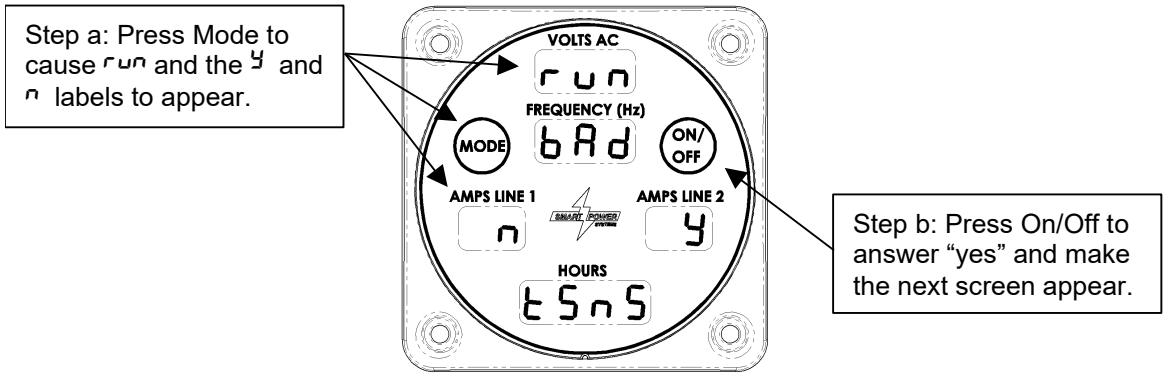

Figure 25 – Temperature Sensor Fault Override
a. From the Normal mode display, press Mode, as if you wanted to display the oil temperature. The screen shown in Figure 25 will be displayed instead, asking if you want to "Run [with a] bad tSnS [temperature sensor]." This screen will also be displayed if you attempt to start the generator with the condition present.